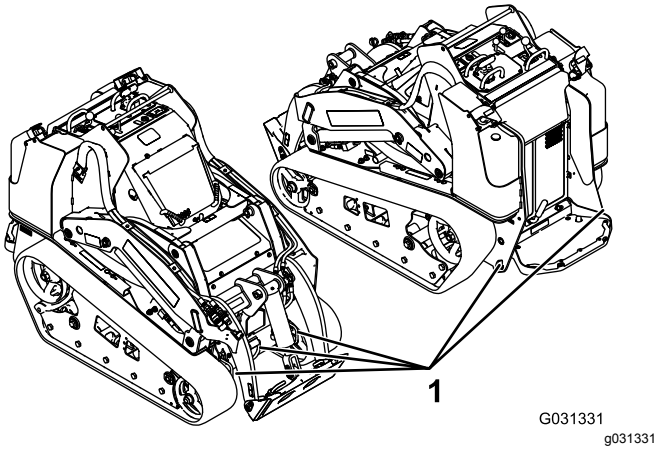

**Rysunek 31**
8. Zamocuj maszynę do przyczepy lub ciężarówki za pomocą pasów, łańcuchów lub lin, mocując je do metalowych uch na maszynie (Rysunek 31). Zastosuj się do obowiązujących przepisów określających wymogi dotyczące mocowania maszyny.
Maszynę można unieść za pomocą uch mocujących/do podnoszenia, stanowiących punkty podnoszenia, patrz Rysunek 31.